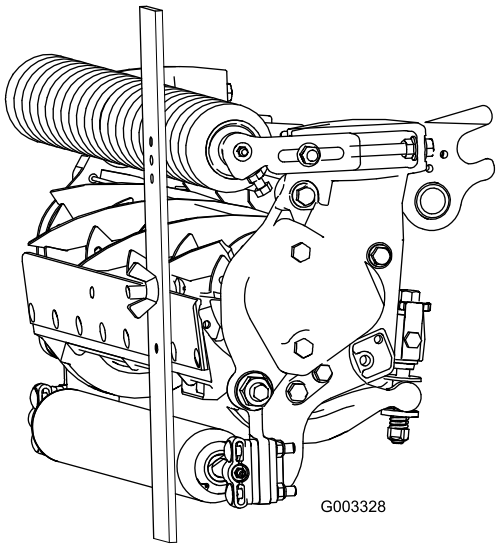

Figuur 16
3. Plaats de schroefkop op de snijrand van de snijplaat en laat de achterzijde van de lat op de achterrol rusten (Figuur 16).
4. Draai aan de stelschroef totdat de voorrol contact maakt met de hoogtelat (Figuur 16). Stel beide uiteinden van de rol af totdat de hele rol evenwijdig aan de snijplaat is.